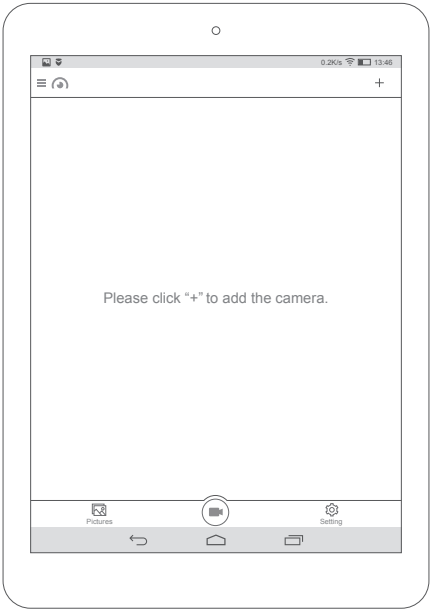

Figure 4 APP Interface
2) Open the tablet with APP, and enter the APP. For the first time enter the interface, there will be no device in the system, at this time the system will indicate “Please click ‘+’ to add a camera”. See Figure 4: